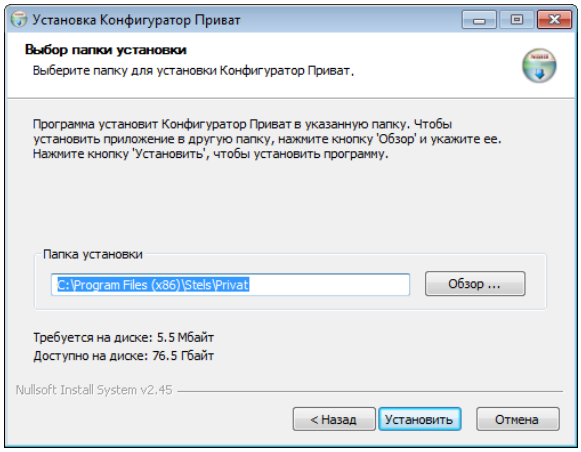

Рисунок 7.2 — Выбор пути
4) В следующем окне (см. рисунок 7.2) задайте путь к папке установки программы *Конфигуратор Приват* (рекомендуем использовать путь, указанный по умолчанию) и нажмите кнопку *Установить*.